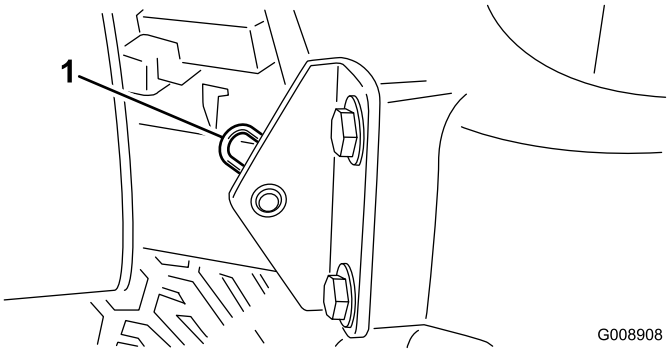

Figur 29
2. Ta bort hårnålssprinten som fäster motorhuvstappen till fästskivorna (Figur 29).